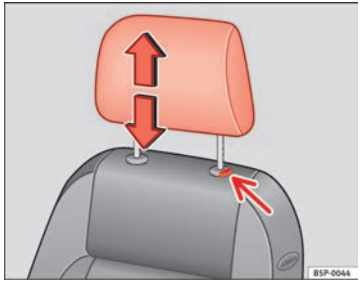

Abb. 91 Kopfstütze einstellen oder ausbauen
– Drücken Sie die Taste ⇒ Abb. 91 (Pfeil).